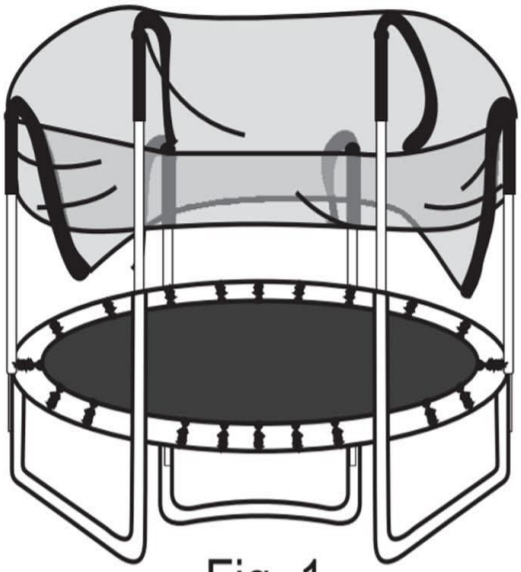

Fig. 1
- Start installing the Enclosure Net (L) to the poles by inserting the beginning of the sleeve on the Poles until it reaches 2ft and continue doing the same to all poles as figure 1.